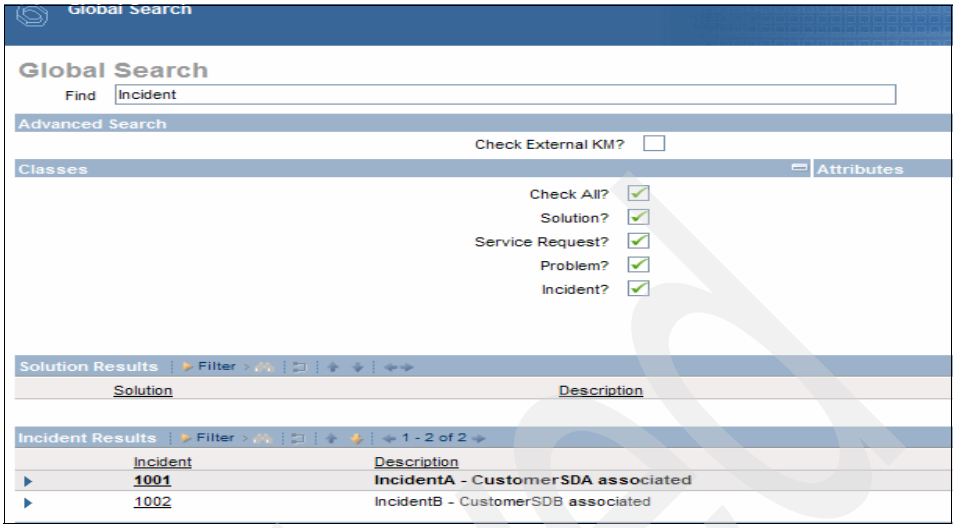

Figure 13-29 Global Search
14. In the search field, type `Incident`, and press Enter, as shown in Figure 13-29 on page 256.